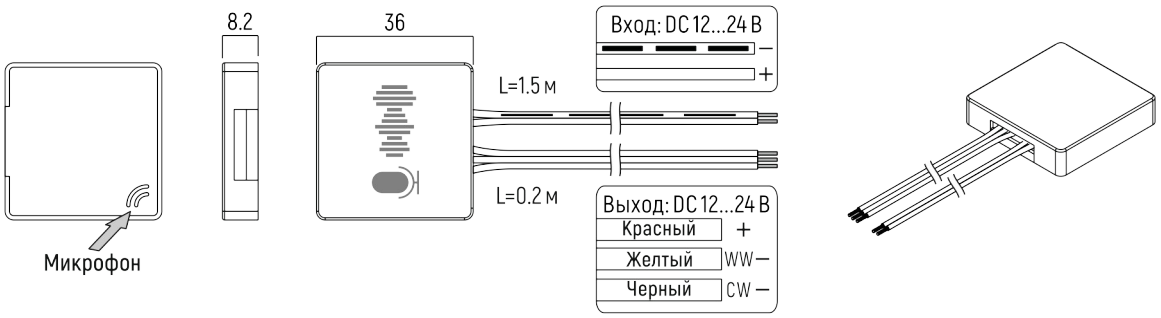

Рис.1
- Размеры выключателя указаны на Рис.1.